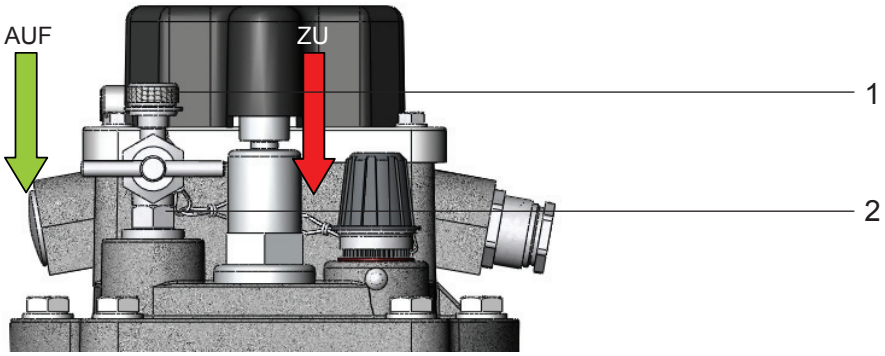

Bild 2 - Entlüftungsventil
- Kleine Hutmutter (Bild 2/1) vom Entlüftungsventil (Bild 2/2) abschrauben